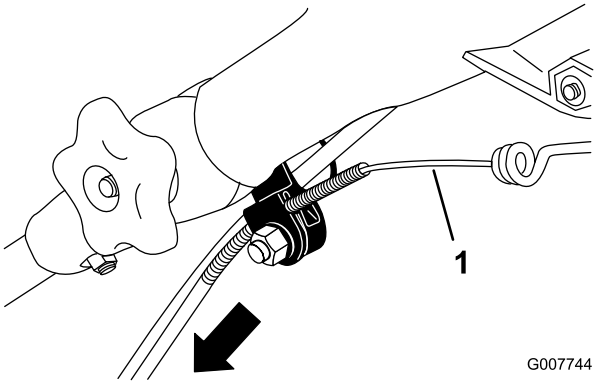

**Figur 46**
3. Træk kabelkappen nedad, indtil du fjerner slækket i det blotlagte kabel (Figur 46).